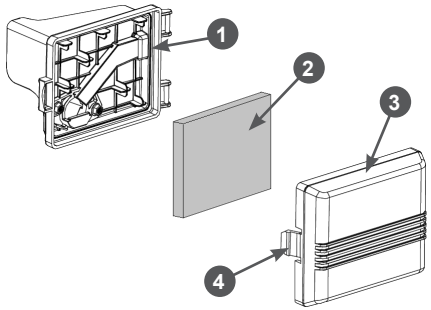

Рис. 19 Обслуживание воздушного фильтра
1. Нажмите на защёлку 4 и снимите крышку 3 воздушного фильтра (Рис. 19).
2. Извлеките из корпуса 1 фильтрующий элемент 2 (Рис. 19).
5. Произведите очистку крышки 3 и корпуса 1 воздушного фильтра, не допуская попадания пыли и грязи в воздуховод, ведущий к карбюратору (Рис. 19).